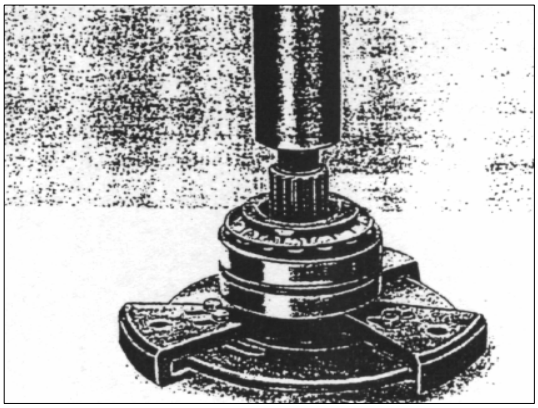

РИС. 324
3) Используя приспособление 2640 5890 3507, снимите радиально-упорные роликовые подшипники из ведущей шестерни главной передачи (см. рис.324).